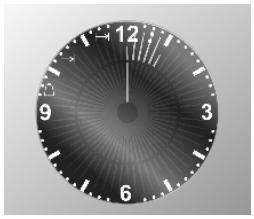

Fig. 1
- tryk på tasten ; displayet lyser op, som vist på **Fig. 1**;